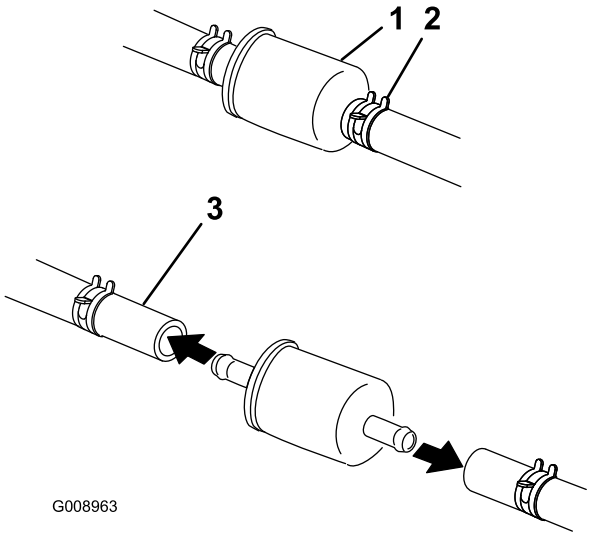

Figur 45
3. La motoren kjøle seg ned (Figur 45).
4. Klem sammen endene på slangeklemmene, og skyv dem bort fra filteret (Figur 45).
6. Monter et nytt filter, og skyv slangeklemmene nær opptil filteret (Figur 45).